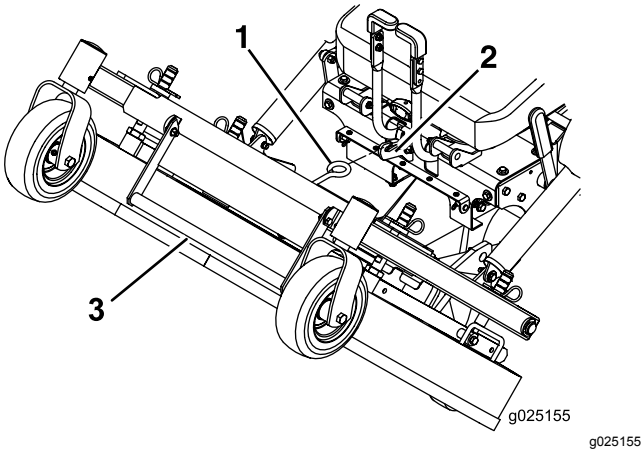

Figure 9
4. À l'aide de la poignée de levage du tablier, levez le tablier et verrouillez-le dans cette position (le verrou est situé à l'avant au centre du siège), comme montré à la Figure 9.
1. Tenez fermement la poignée de levage du tablier de coupe, décrochez le verrou de la machine et abaissez lentement le tablier au sol (Figure 9).